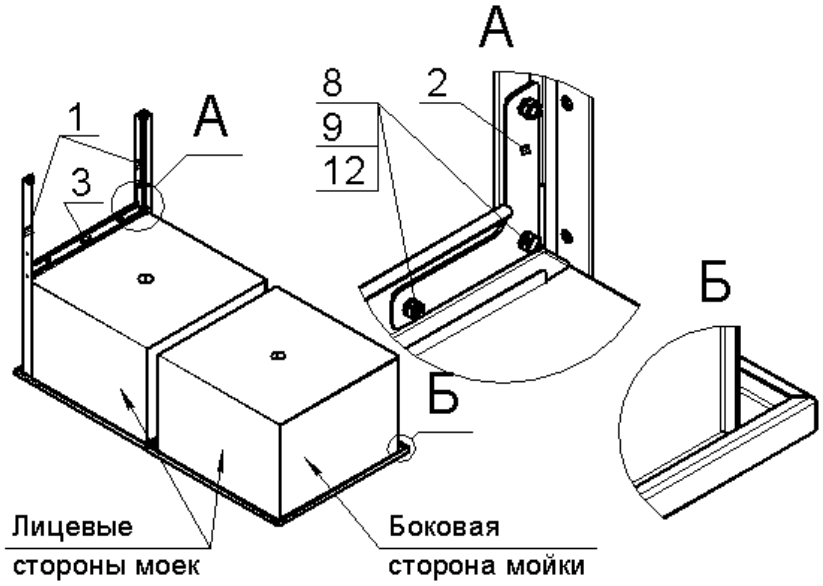

Рис.1
2. Рис.1: установить мойки на ровную поверхность, как показано на виде Б (в таком положении удобно производить сборку – дно моек используется для поддержки профилей коротких).
3. Закрепить профиль короткий (3) и угольники (2) на стойках (1), при помощи болтов (8), гаек (9) и шайб (12), как показано на виде А (гайки окончательно не затягивать). В такой же последовательности собрать вторую боковую рамку каркаса.